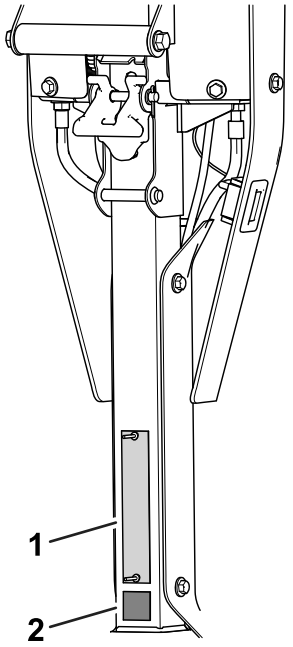

Rysunek 10
- Umieść etykietę CE pod tabliczką znamionową (Rysunek 10).